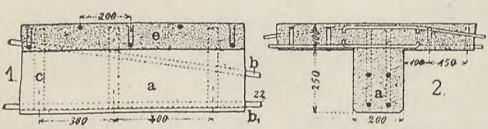

Fig. 108.
10. Hennebiquesches Deckensystem. Dasselbe beruht auf der Verbindung von Beton und Eisen, ersetzt aber die großen I-Träger durch Beton-Unterzüge, die natürlich ebenfalls Eiseneinlage erhalten, Fig. 108. Diese besteht in den unteren Schichten des Unterzuges aus horizontalen, in den oberen aus nach unten gebogenen Eisenstangen. Gebogene Flacheisen verbinden außerdem diese unteren und oberen Eiseneinlagen, so daß der gesamte Unterzugskörper eine stete Verbindung aller seiner Einzelteile aufweist, die durch den Beton vermittelt wird.
Die Unterzüge a (Skizze 2, Fig. 108) greifen mit den gebogenen Stangen bb (Skizze 1, Fig. 108) und den Bügeln cc durch die Deckenfelder hindurch bis zu deren Oberkante.